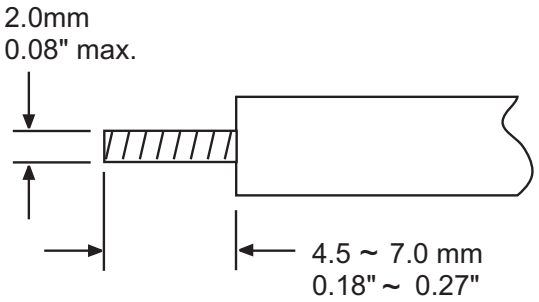

Figure 2.2 Lead Termination
* The " stripped " leads as specified in Figure 2.2 below are used for power and sensor connections.